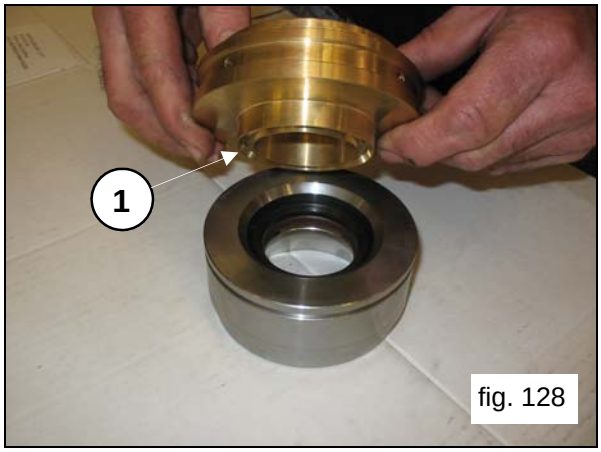

fig. 128
Couple the packing support to the liner (pos.①, fig.128).